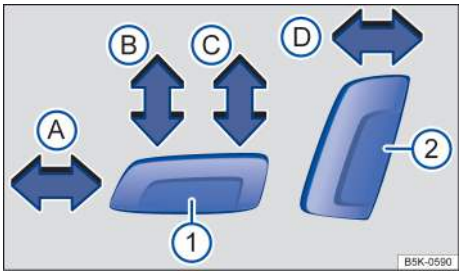

Fig. 66 Driver seat: Electrical controls to move the seat backward or forward, and adjust seat cushion height and backrest angle (if equipped).
Press the switch in the direction of the arrow → fig. 66:
① Adjust the lumbar support. Push the lever forward or pull it backward.
② Adjust the backrest angle. Lean forward and turn the adjuster wheel forward or backward. If the vehicle has an electrical control for adjusting the backrest angle, see → fig. 66 ②.
③ Adjust the seat height. Move the lever several times up or down.
④ Move the front seat forward or back. Pull the lever up and move the front seat. The front seat must lock in place after the lever is released! ◁